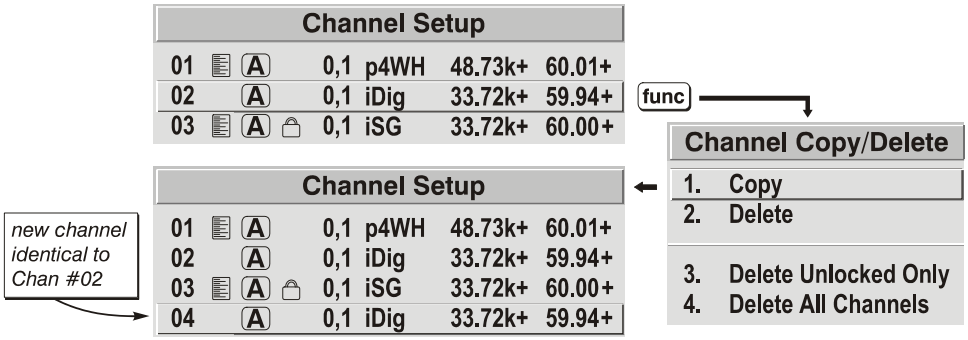

Figure 3.4. Copying A Channel
▶ **TO COPY A CHANNEL**, highlight the desired channel in the *Channel Setup* menu, then press (Func) to go to the *Channel Copy/Delete* submenu. Select "Copy" and press (↵)—a new channel will be created. It is identical to original, which still remains, but it is identified with the next available number from 01-50. If you change your mind and do *not* want to copy the current channel, press (Exit) to cancel and return to the previous menu. Copying channels is a quick method for creating numerous channels, each of which can then be edited and adjusted for a variety of presentations in the future. See Figure 3.4.